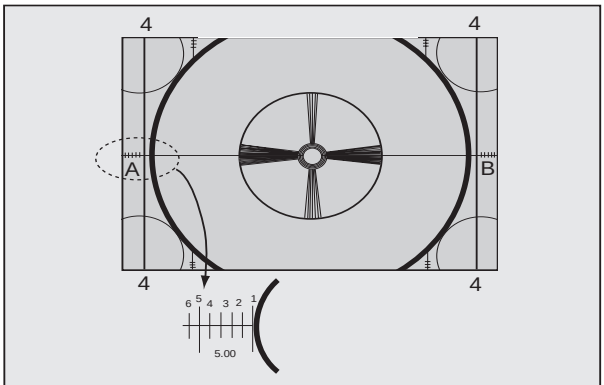

Figure 41. **H-Size Adjustment**
1. Adjust “H WID” DATA so that width “A” and “B” becomes 5.00±0.40 (when using factory pattern) (See Fig. 41).